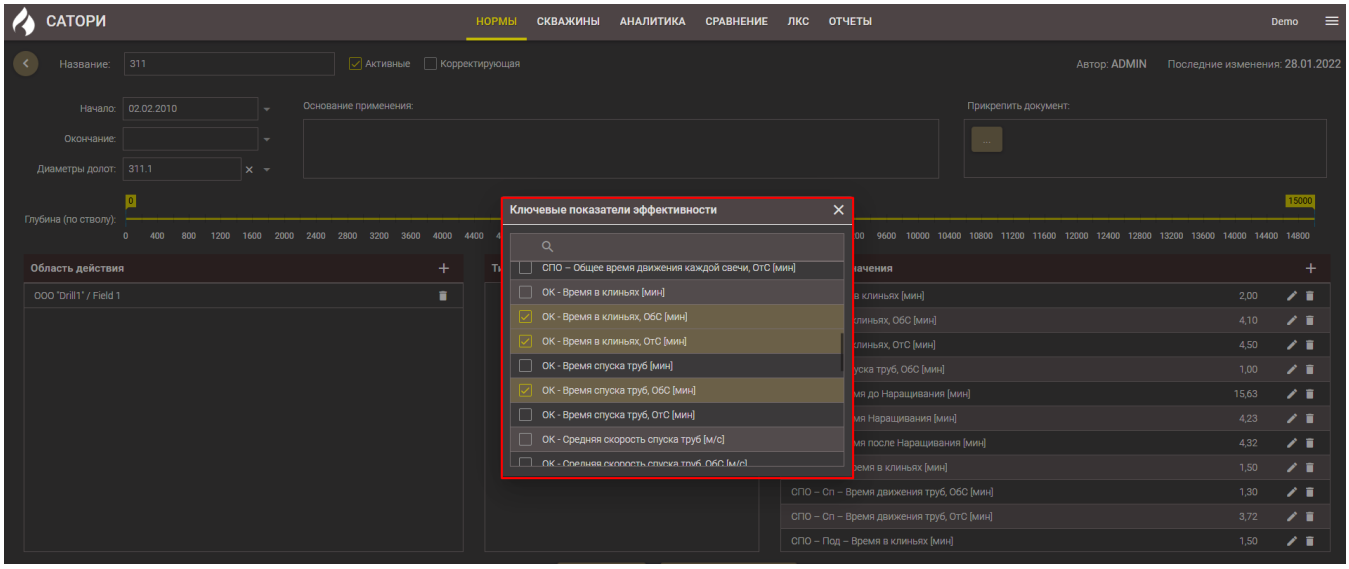
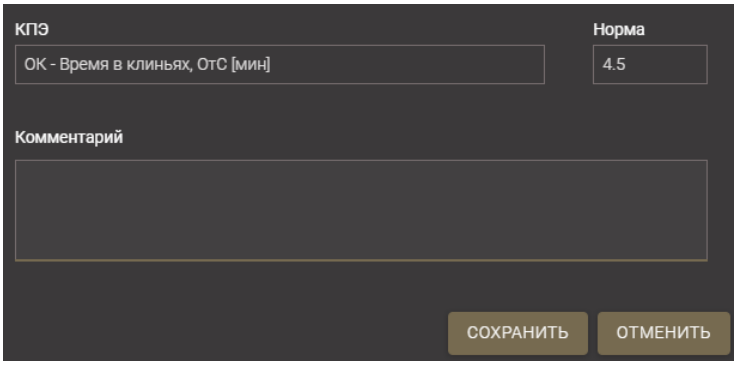

Рис. 2.14
Рис. 2.15
- Для добавления ключевых показателей эффективности в таблице *Область назначения* необходимо нажать на кнопку . В открывшемся окне КЛЮЧЕВЫЕ ПОКАЗАТЕЛИ ЭФФЕКТИВНОСТИ (рис. 2.14) выбираются необходимые показатели и нажимается кнопка . Для удаления показателя в таблице необходимо нажать кнопку напротив него. Для редактирования показателя в таблице следует нажать кнопку . В открывшемся окне КПЭ можно изменить значение в полях *Норма* и *Комментарий* (рис. 2.15).